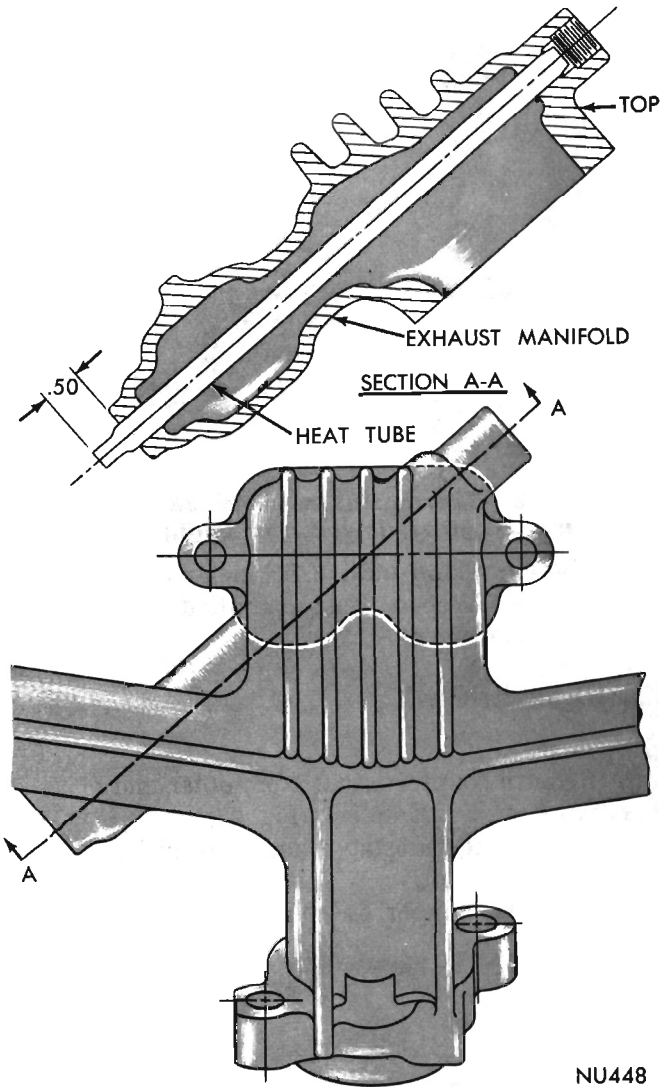

Fig. 31—Manifold and Heat Tube Assembly
(1) Position taper end of heat tube in **bottom** side of manifold and **press** in heat tube (7-1/4 inches) until only 1/2 inch is left outside of bottom of manifold (Fig. 31). **Failure to install from bottom of manifold will destroy heat tube.**